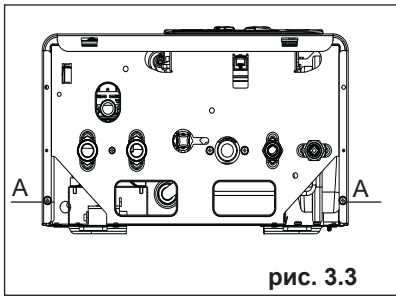

рис. 3.3
- Отвинтите винты «А», которые держат облицовку (рис. 3.3)